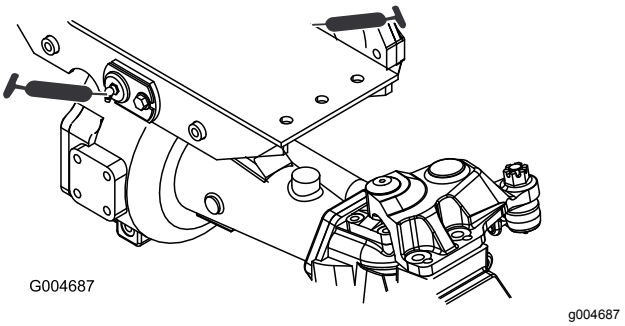

Figuur 65
- 2 lagerbussen van draaipunt van voor- en achteras (Figuur 65)